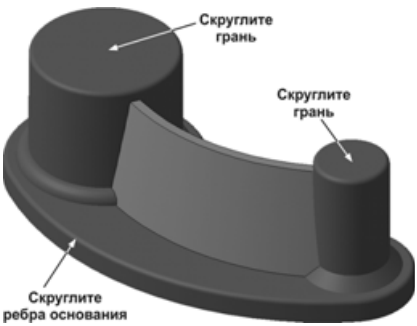

Рис. 6.101
- Скруглите одной операцией ребра основания и верхние грани бобышек радиусом 2 (рис. 6.101) и сохраните модель.